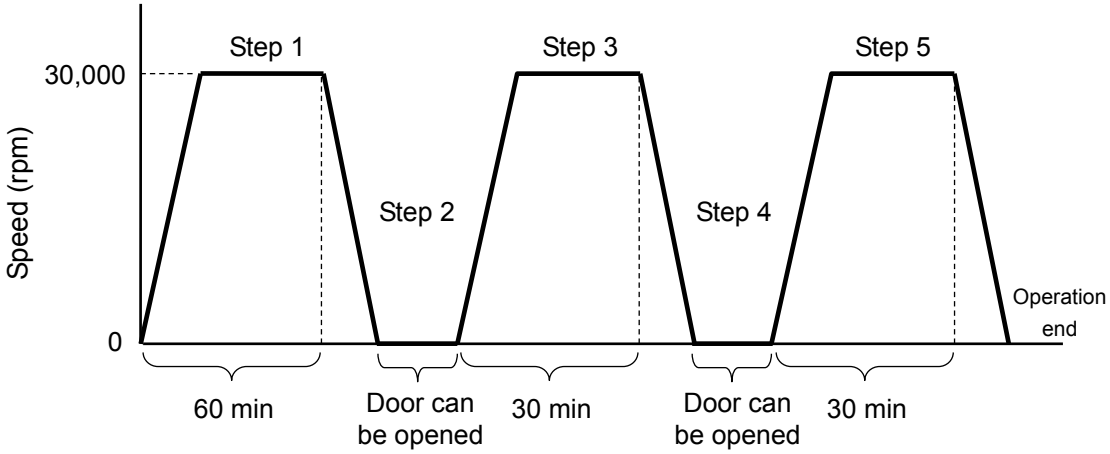

Fig. 2-3-1 (2) Example of step-mode operations including stops
In this example, the operations described in Fig. 2-3-1 (2) are performed automatically.